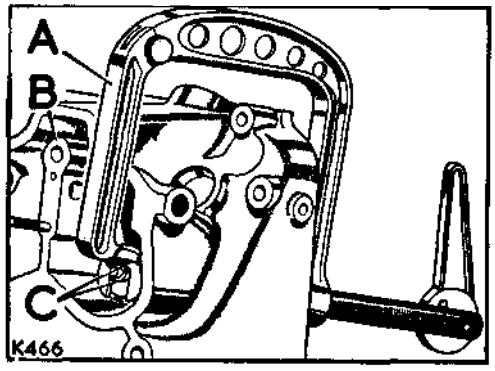

**Fig. A1-82. Valve assemblies**
3. Fit the valve springs and spring caps and, using the special tool, Part No. 276102, compress the springs and fit the split cones to the valve stem waists. Fig. A1-82 refers.